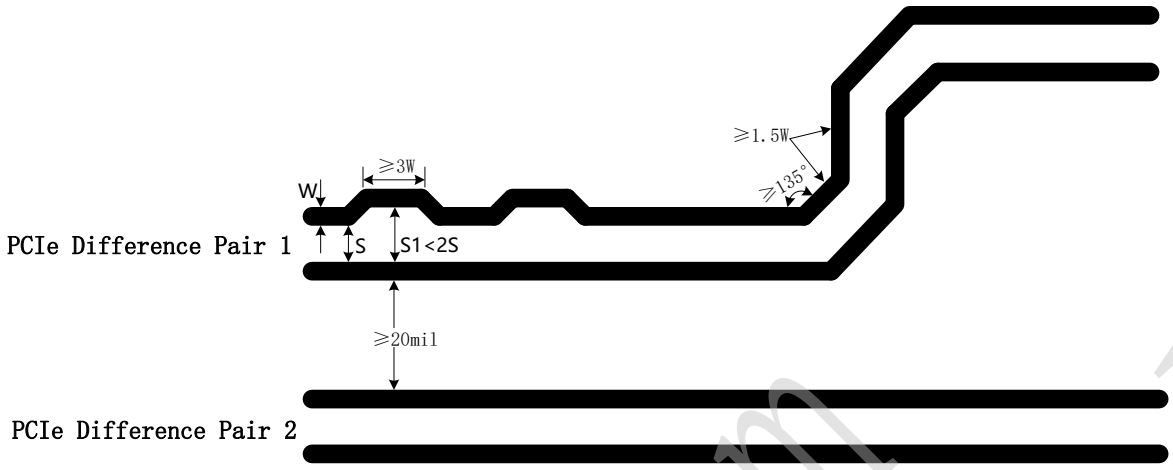

Figure 3-13 Requirement of PCIe line
- Try to avoid bended lines and avoid introducing common-mode noise in the system, which will influence the signal integrity and EMI of difference pair. As shown in Figure 3-13, the bending angle of all lines should be equal or greater than 135°, the spacing between difference pair lines should be larger than 20mil, and the line caused by bending should be greater than 1.5 times line width at least. When a serpentine line is used for length match with another line, the bended length of each segment should be at least 3 times the line width (≥ 3W). The largest spacing between the bended part of the